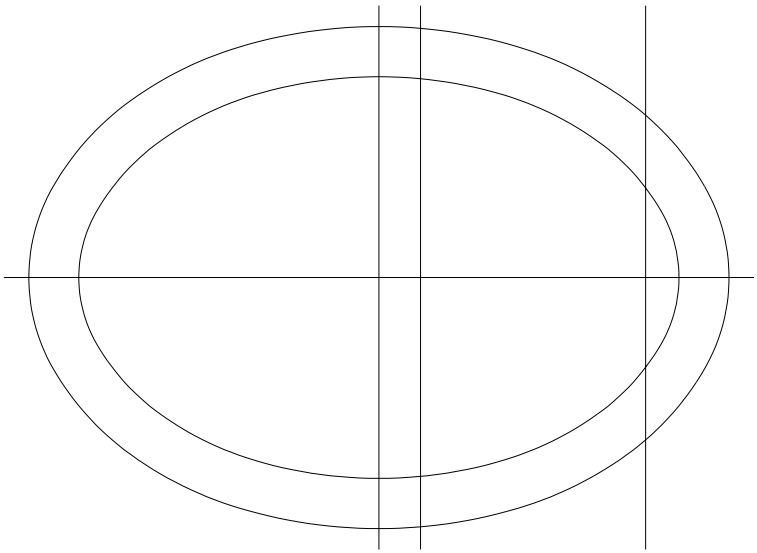

Fig. 3.13
3. Amplasarea originii în locul în care va fi desenată flanşa, respectiv centrul de simetrie al acesteia. Trasarea axelor de simetrie precum şi a celor două elipse ce definesc conturul piesei, cunoscând centrul şi cele două semiaxe (fig. 3.13).